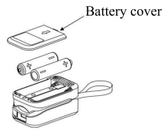

Figure 3 Installing Batteries
1. Open and remove the battery cover. See Figure 3.